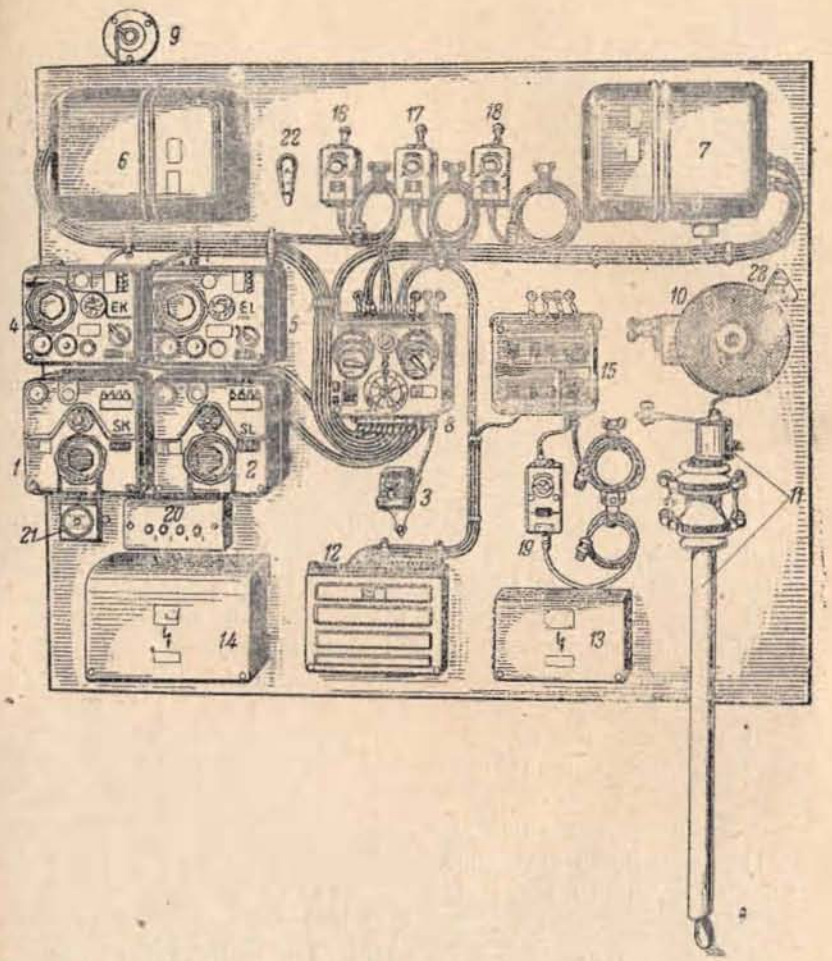

Рис. 62. Общий вид радиостанции ФУГ-10:
3. *Комплект* радиостанции состоит из (рис. 62):